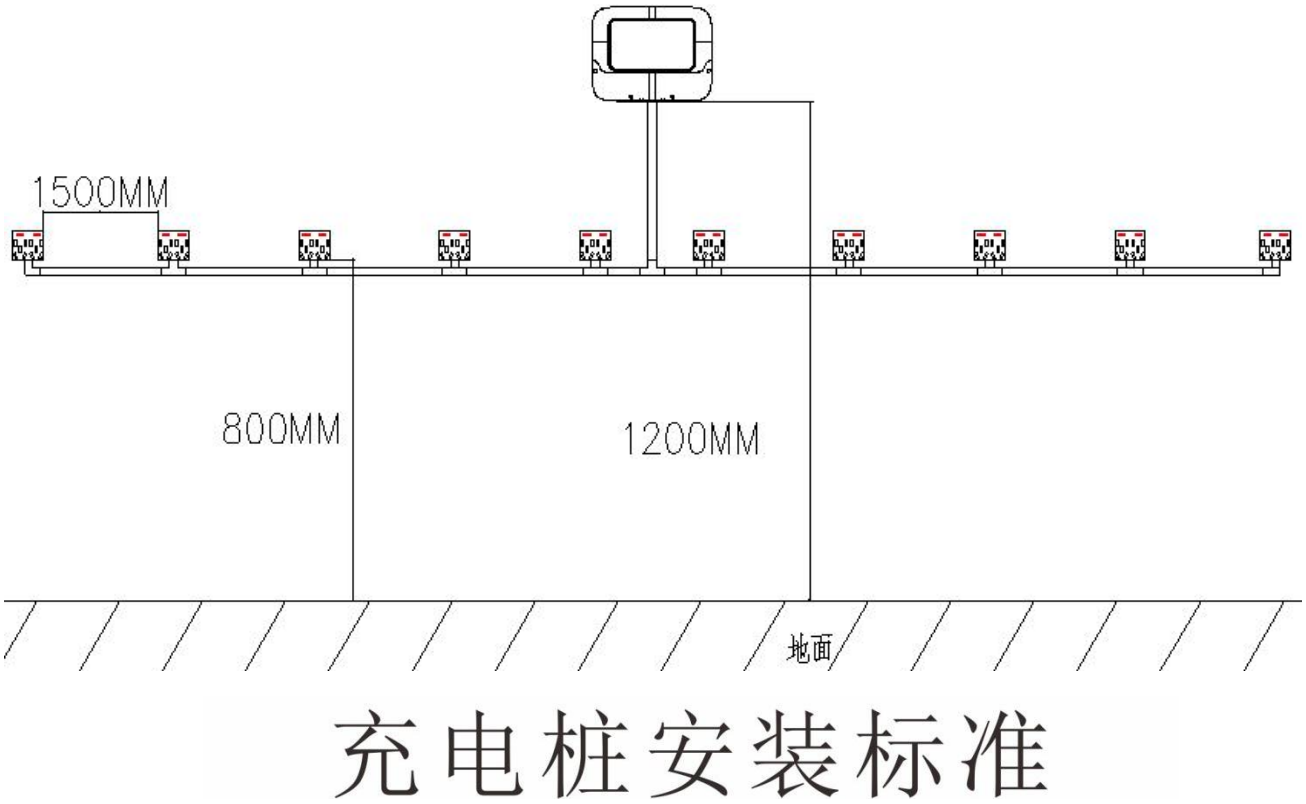

图 2
2、在墙面安装充电站、布设线管及插座前，必须先打水平画线。确保充电主机箱与线管、插座水平垂直。在车棚内安装设备若无落机点，可自行加装 40×80mm 的镀锌方钢固定在棚柱上，在方钢上装插座布线时，线管一定要在插座的下面即方钢的底部固定，如图 2。